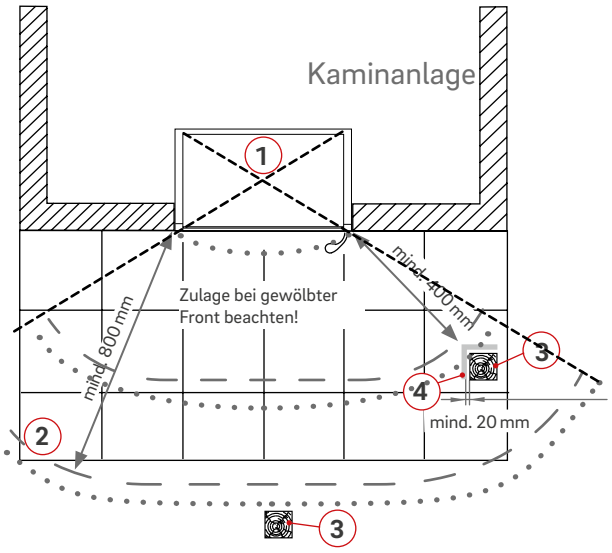

Abb. 4: Schutz von brennbaren Bauteilen im Strahlungsbereich der Feuerraumöffnung
- Von der Feuerraumöffnung müssen nach vorn, nach oben und zu den Seiten mindestens 800 mm Abstand zu Bauteilen aus brennbaren Baustoffen oder brennbaren Bestandteilen sowie zu Einbaumöbeln eingehalten werden; bei Anordnung eines auf beiden Seiten belüfteten Strahlungsschutzes genügt ein Abstand von 400 mm. Dabei muss der belüftete Abstand des Strahlungsschutzes mindestens 20 mm betragen (Abb. 4).